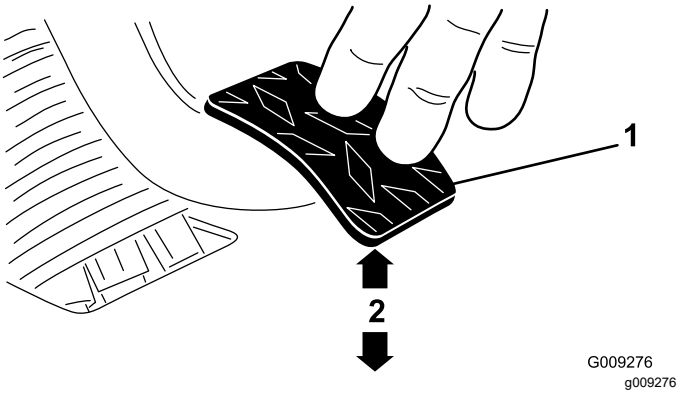

Figuur 65
3. Stel de contramoeren of kogelverbinding zo af dat het achterste deel van het koppelingspedaal 9,2 tot 9,8 cm is verwijderd van de bovenkant van het ruitprofiel van de antislipvloerplaat, wanneer u een kracht van 1,8 kg uitoefent op het pedaal (Figuur 65).